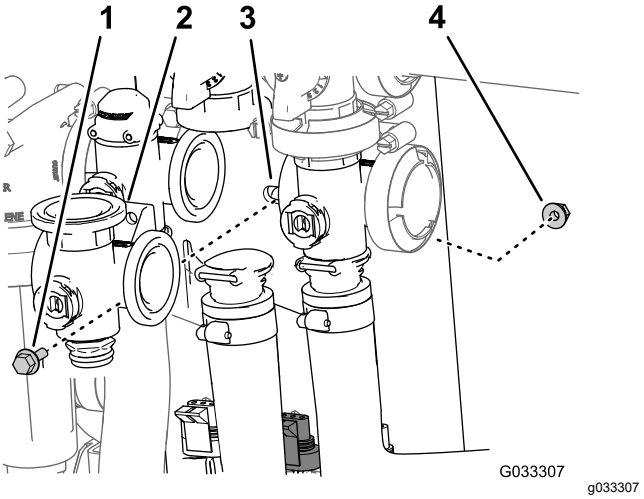

Figur 71
3. Afmonter flangehovedbolten og flangelåsemøtrikken, der fastgør omrøringsventilen til ventilbeslaget, og afmonter ventilmanifolden fra maskinen (Figur 71).